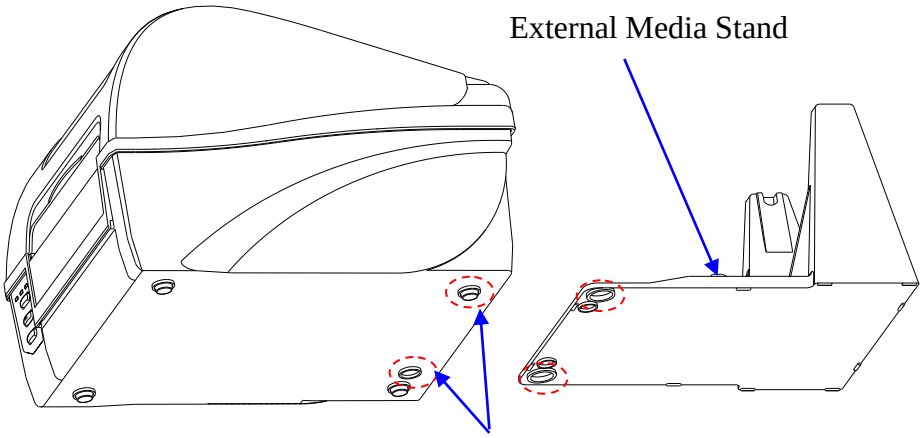

Figure 2-18 Place the External Media Stand
1. Place the front part of the External Media Stand under the printer, making sure the two rear rubber feet of the printer are fitted into the two holes on the media stand, see Figure 2-18.